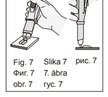

Fig. 7 Slika 7 рис. 7
c. While depressing the lever, level and cut off the extruded material from the tips of the cartridge by moving the cartridge and dispenser to an upright position on the mixing pad. (Fig. 7)